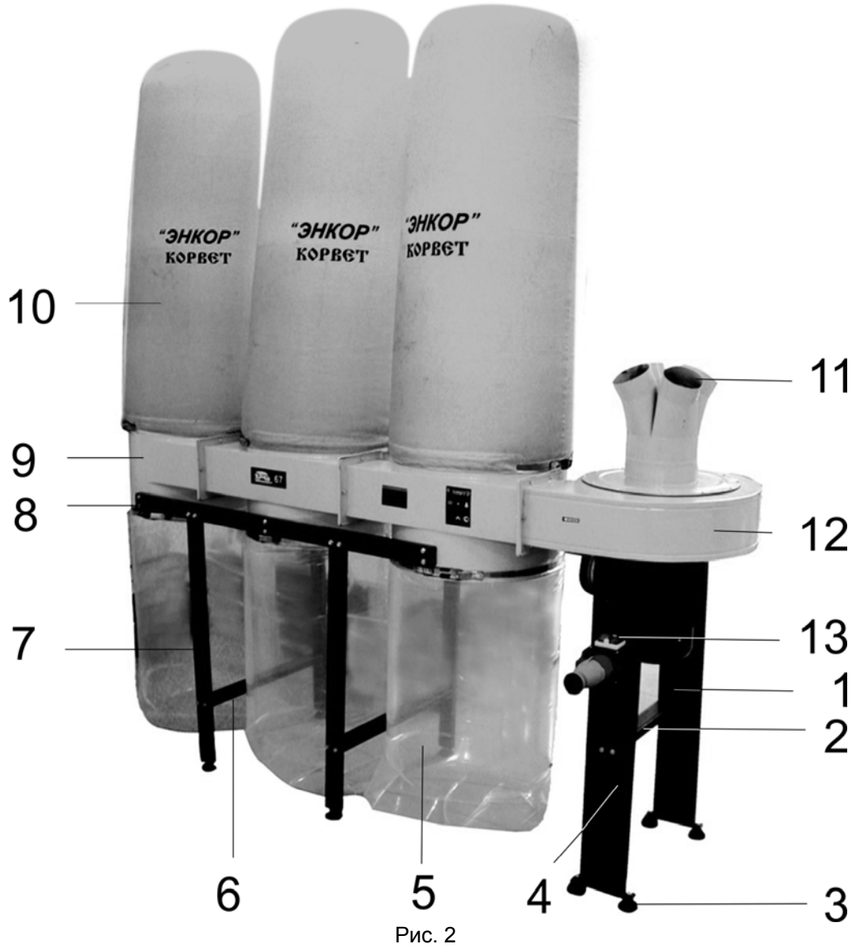

Рис. 2
11.1. Пылесос рассчитан на работу с четырьмя деревообрабатывающими станками (строгальными, пилами и т. п.) и соединяется с ними шлангами диаметром 100 мм через переходник входной (11), Рис. 2. При необходимости работы пылесоса с одним или двумя деревообрабатывающими станками шланги с неиспользуемых каналов переходника входного снять, а каналы закрыть крышками.